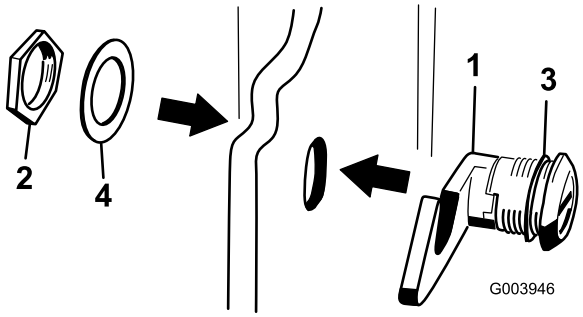

**Figuur 17**
3. Verwijder de moer uit de motorkapsluiting (Figuur 17).
4. Steek het haakeind van de sluiting vanaf de buitenkant van de motorkap door de opening in de motorkap. Zorg dat de rubberen afdichtring aan de buitenkant van de motorkap blijft (Figuur 17).